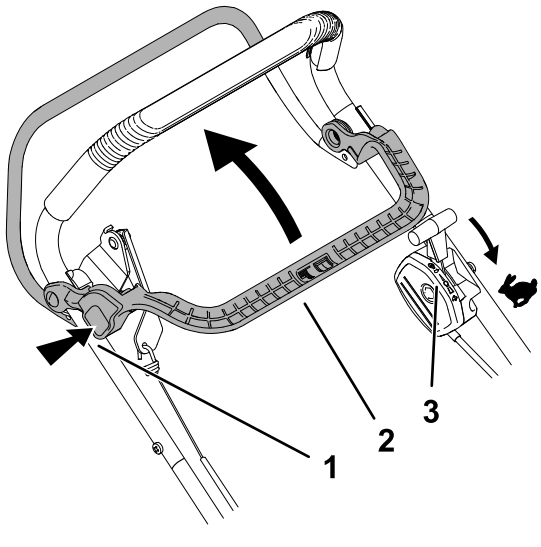

Figur 16
1. Sørg for, at gashåndtaget er i positionen FAST (hurtig) (Figur 16).
2. Tryk på knivbremsekoblingens (BBC) låseknap, og træk BBC-kontrolgrebet tilbage mod håndtaget (Figur 16).